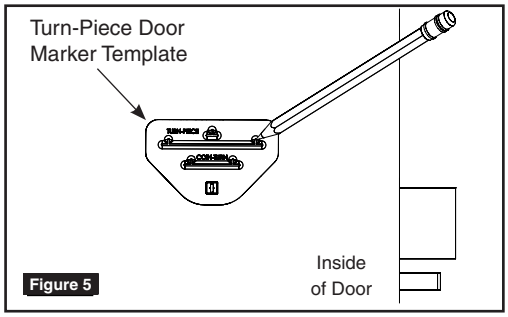

Figure 5
9. **TURN-PIECE FUNCTIONS ONLY:** Mark three holes for turn-piece. (Figure 5)